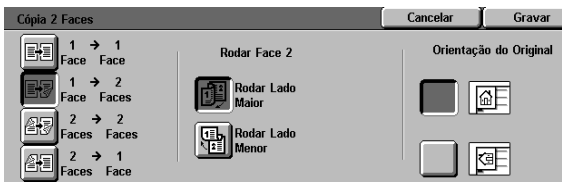

Figura 4: Opção Cópia 1 para 2 Faces
- Ícone **1 para 2 Faces** para as cópias de duas faces a partir de 1 face, tal como ilustrado na Figura 4.